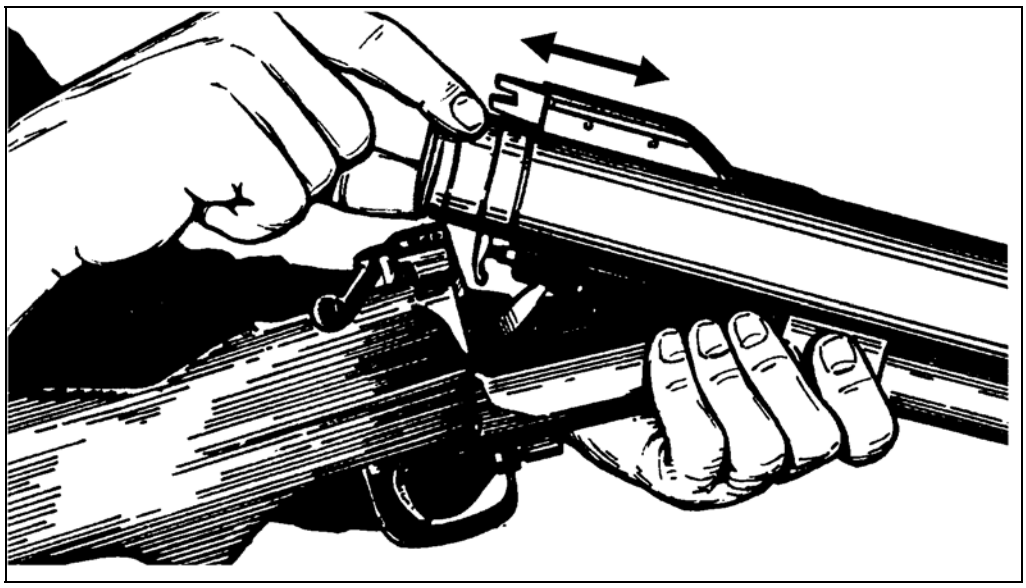

Figure A-17. Loading the weapon or ejecting a round or cartridge case.
d. **Ejecting**. The M79 grenade launcher does not eject rounds automatically; you must remove the expended cartridge case or live round from the barrel (Figure A-17).
e. **Loading**. With the barrel in the open position, insert a cartridge into the breech end of the barrel (Figure A-17).